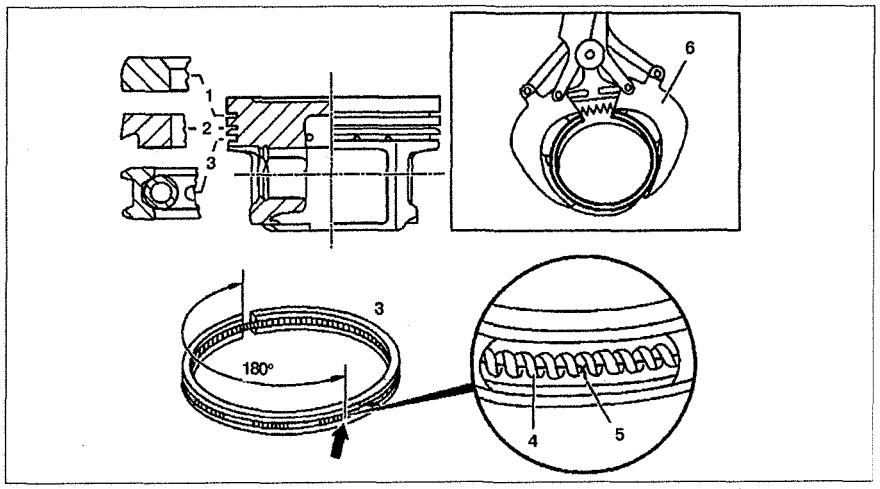

Рис. 2.54. Поршневые кольца.
4. Измерьте зазор в замке колец (см.рис.2.54). Зазоры поршневых колец приведены в таблице 2.2.